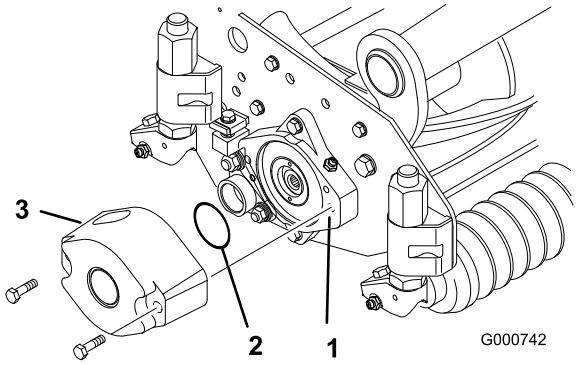
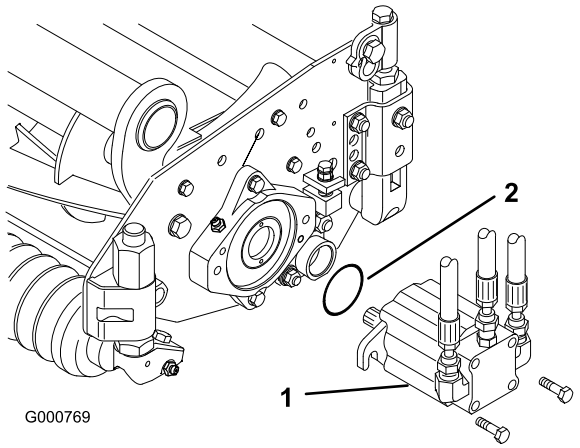

Bild 4
Bild 7
3. Schmieren Sie einen großen O-Ring ein und setzen Sie in in den Lagergehäuseschlitz an jedem Ende des Mähwerks ein (Bild 4 und Bild 7).
4. Montieren Sie ein Gegengewicht mit den mitgelieferten Kopfschrauben am entsprechenden Ende jedes Mähwerks (Bild 4).
13. Montieren Sie den Motor am Antriebsende des Mähwerks und befestigen Sie ihn mit den zwei Kopfschrauben (Bild 7).